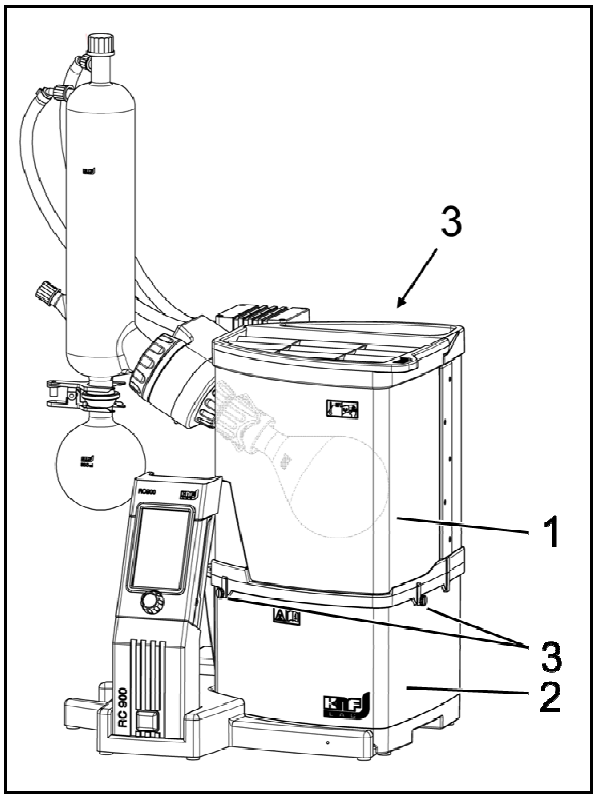

Fig. 7: Protective cover closed
1. Install the protective cover (Fig. 7/**1**) on the heating bath (**2**).